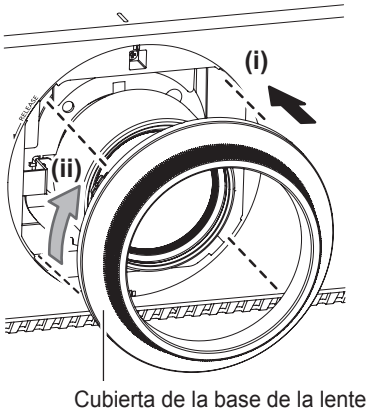

Figura 3
3) Coloque la Cubierta de la base de la lente. (Figura 3)